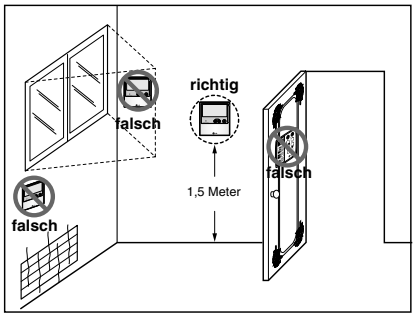

Abb. 1, Typische Montageorte für die Fernbedienung
- Diese Fernbedienung besitzt eine LED-Anzeige mit sieben Segmenten. Zur korrekten Darstellung der LEDs auf der Fernbedienung sollte diese ordnungsgemäß montiert werden (s. Abb. 1).